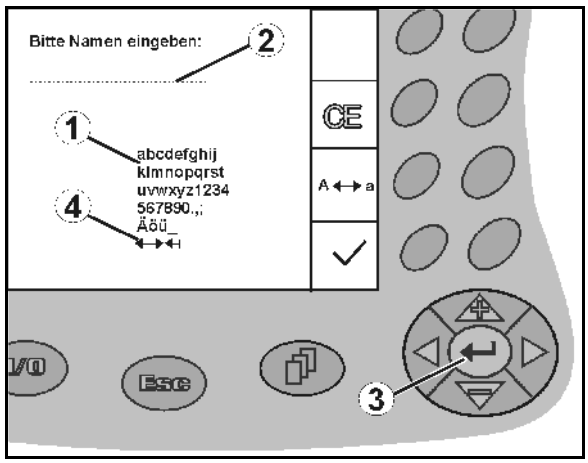

Fig. 13
If it is necessary to enter texts or numbers on the **AMATRON+**, the input menu (Fig. 13) appears.
In the lower part of the display, a selection field (Fig. 13/1) appears with letters, numbers and arrows which can be used to compose the input line (Fig. 13/2).
, , , Choose letters or numbers in the selection field (Fig. 13/3).
- Confirm the selection (Fig. 13/3).
The arrows ← and → in the selection field (Fig. 13/4) make it possible to move around the line of text.
The arrow ←| in the selection field (Fig. 13/4) deletes the last entry.